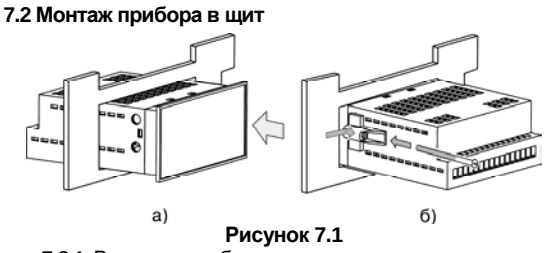

Рисунок 7.1
7.2.2 Вставьте фиксаторы из комплекта поставки в отверстия на боковых стенках прибора (рисунок 7.1,а);
7.2.3 С усилием заверните винты М4×35 в отверстиях каждого фиксатора так, чтобы прибор был плотно прижат к лицевой панели щита (рисунок 7.1, б).